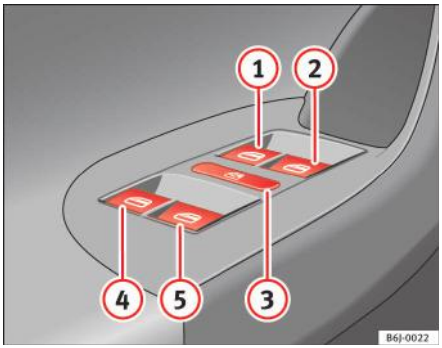

Fig. 47 Detaliu cu uşa şoferului: comenzile pentru geamurile din față şi din spate
Butoanele ⇒ pagina 87, fig. 47 (1), (2), (4) şi (5) au câte două niveluri pentru deschiderea şi închiderea geamului. Acest fapt facilitează deschiderea şi închiderea geamurilor în poziția dorită.